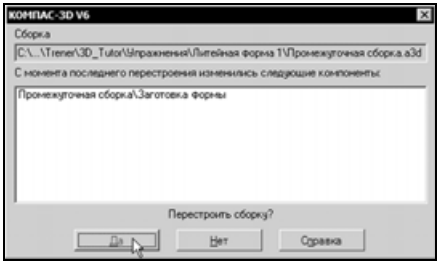

Рис. 8.100
- Завершите сеанс редактирования детали **Заготовка формы** и подтвердите передачу изменений в сборку, нажав кнопку **Да** в ответ на запрос системы (рис. 8.100).